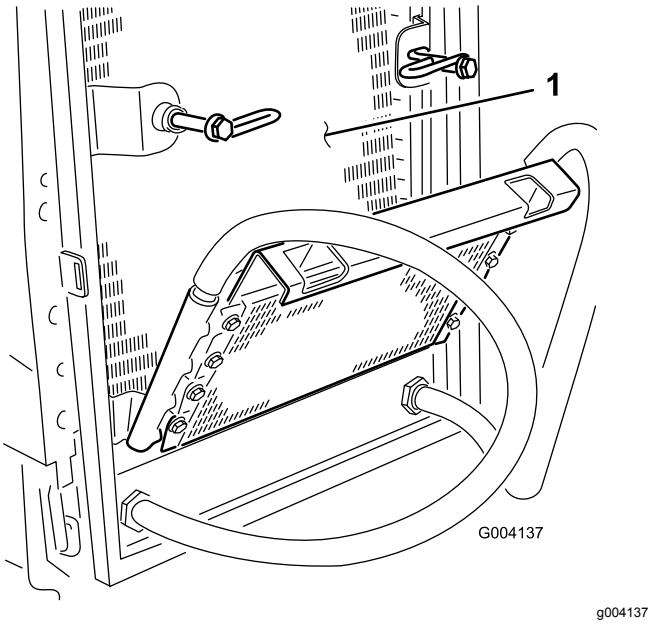

Figur 67
6. Rengør begge sider af oliekøler og køler (Figur 67) grundigt med trykluft.